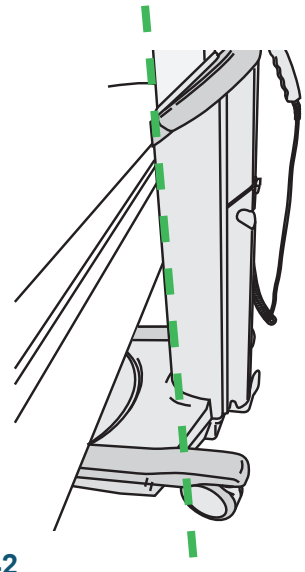

Afbeelding 42
7. Verplaats de badliftwagen over de Classic Line 2 badkuip totdat hij tegen de Classic Line 2 badkuip tot staan komt. Zie Afbeelding 42.